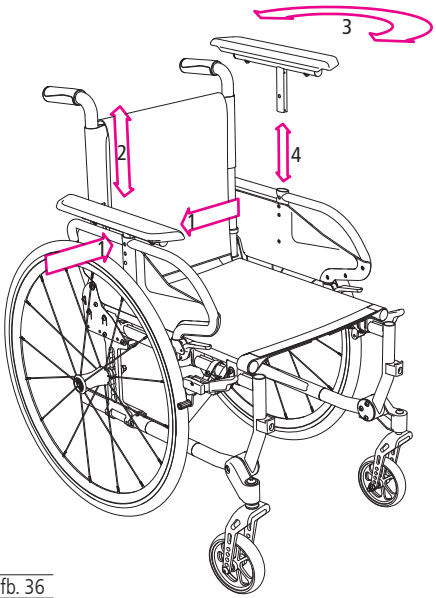

afb. 36
1. Om de hoogte te verstellen draait u de bouten los (1, afb. 36).
2. Plaats de armsteun in de gewenste positie en hoogte (2, afb. 36).
3. Om de lengte (kort of lang) te kiezen, verwijdert u de armsteun volledig, draait u hem 180° (3, afb. 36) en brengt u hem vervolgens weer aan de andere kant erin (4, afb. 36).
4. Breng de bout weer in en draai deze aan (1, afb. 36).